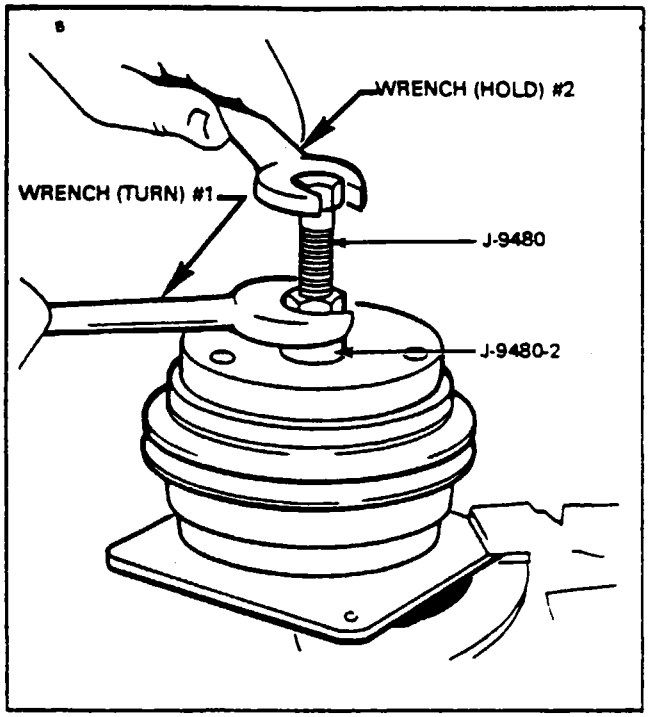

Figure 13-37. Installing Driven Plate
e. Position the driven plate installing tool J-9480-1 on the threaded end of the shaft. The "Free" washer, J-9480-2, should be in place under the hexnut on the tool. This tool has a left-hand thread on the body. (Refer to Figure 13-37)
i. Replace the installing tools and adjust the air gap by carefully turning wrench (1). (Refer to Figure 13-37.)